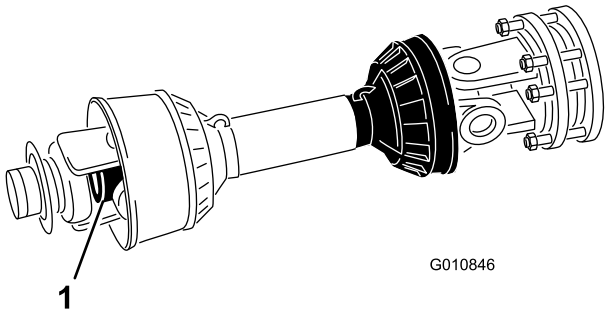

Figur 14
9. Skub rørene på kraftudtagsakslerne sammen, indtil de er trykket helt sammen. Kontroller, at det **indvendige** rør ikke stikker ind i kryds- og lejedelen på det udvendige rør (Figur 14). Hvis dette sker, skal du skære **mere** af det indvendige rør for at rette problemet.